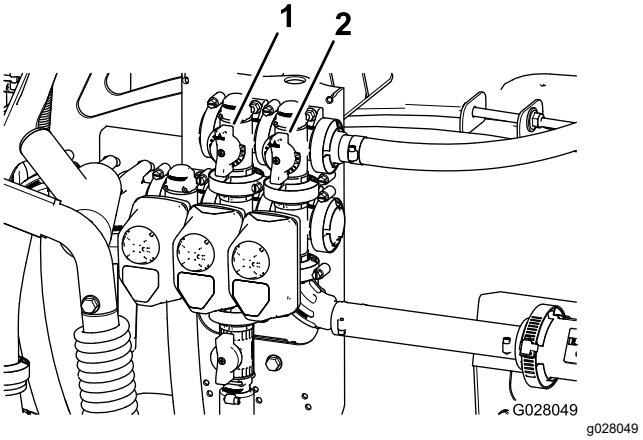

Figuur 23
11. Stel de mengomloopklep (Figuur 23) achteraan de mengklep in tot de drukmeter 6,9 bar aangeeft.
9. Stel de omloophendel van de spuitboomhoofdschakelaar af om te bepalen in welke mate de inhoud van de tank gemengd wordt (Figuur 23).